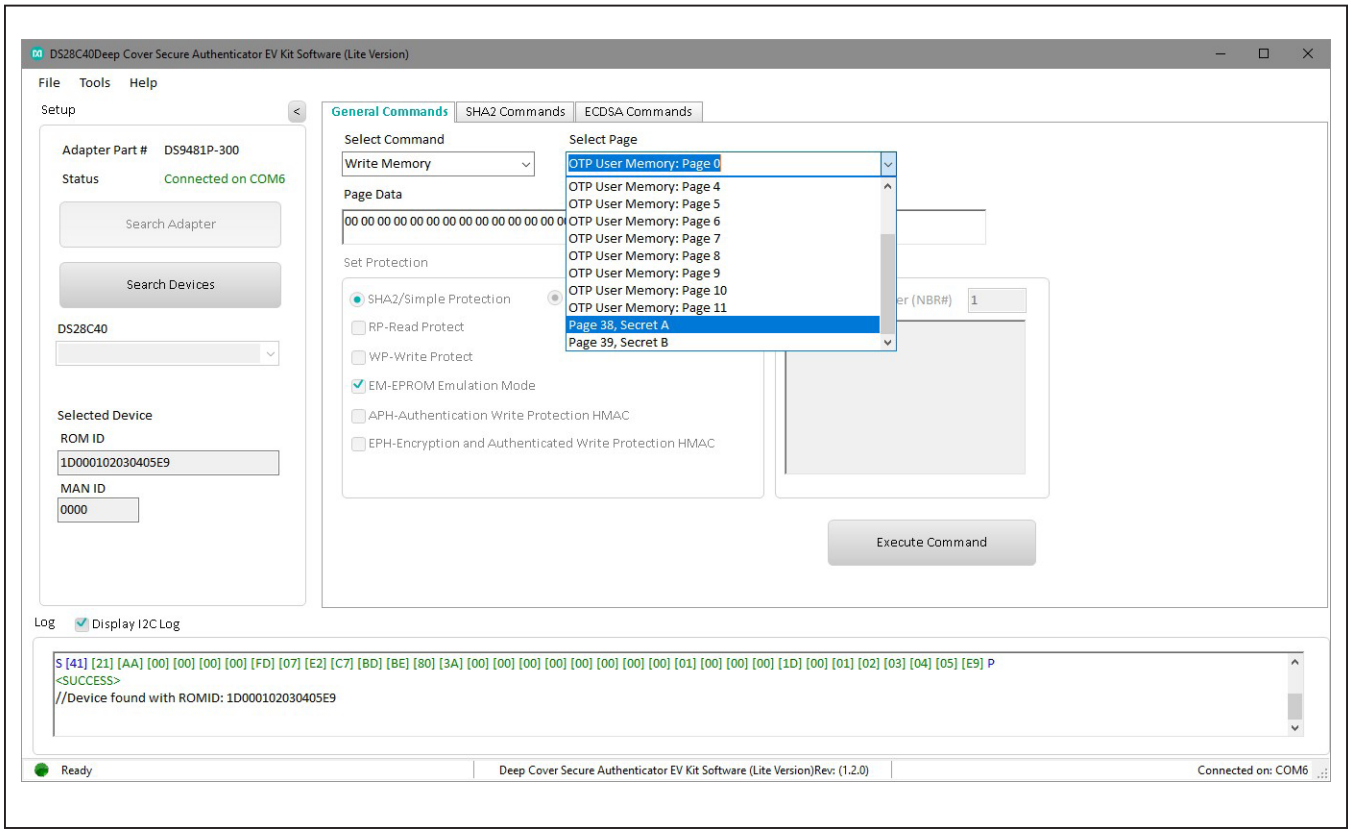

Figure 17. Selecting SHA2 Command
2) Select the Secret A or B from **Select Page** drop-down menu for writing (Figure 17).